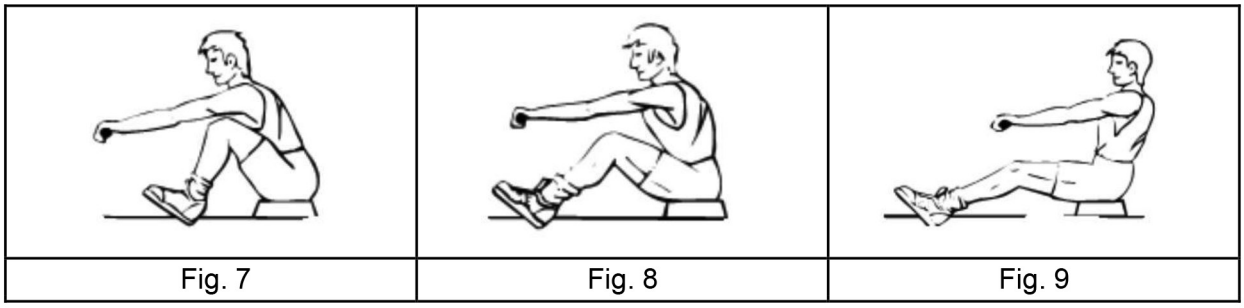

Fig. 7 | Fig. 8 | Fig. 9
1. Keep your back straight and arms out-stretched, bend your legs until you will grasp the rowing handles in the starting position (Fig. 7).